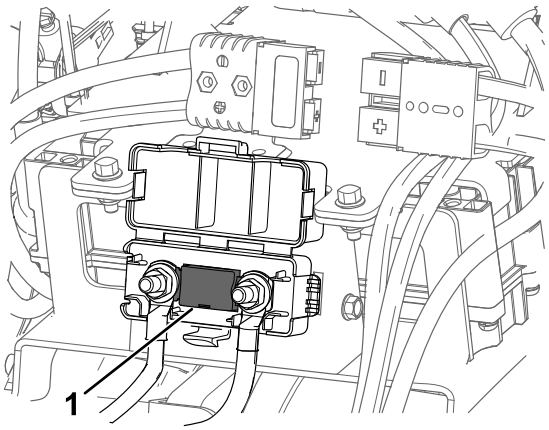

Figura 33
6. Localizai sigurana fuzibilă i înlocuii-o (Figura 33).